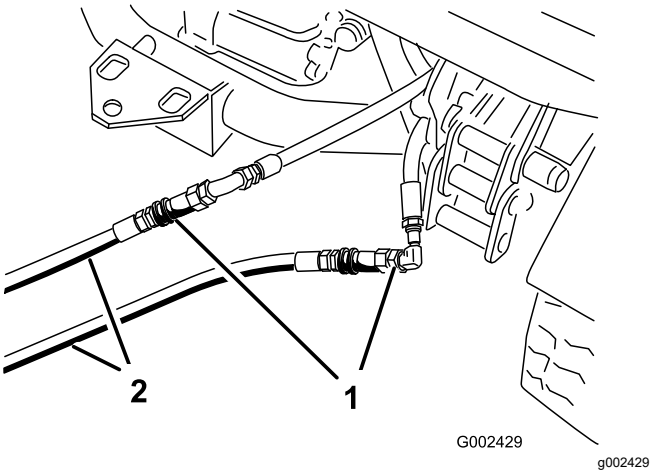

**Figur 74**
3. Koppla ihop de båda startslangarna med slangarna som kopplades bort på den maskin som är ur funktion (Figur 74).